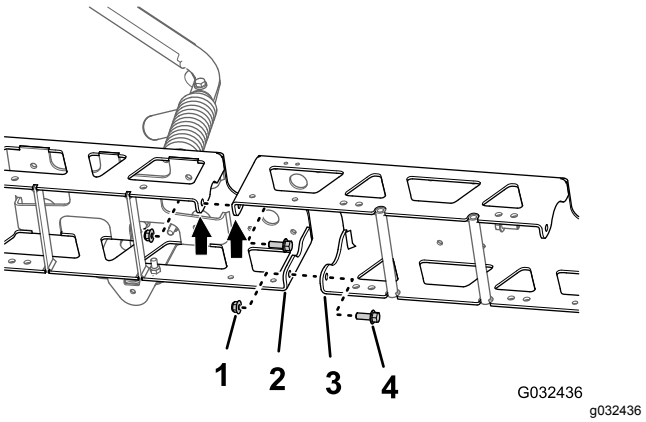

Figuur 76
1. Lijn de openingen in de verticale flenzen van het verlengstuk van de middelste spuitboom uit met de openingen in het frame (Figuur 76).
2. Monteer het verlengstuk van de middelste spuitboom losjes op het frame (Figuur 76); gebruik hierbij de 2 flenskopbouten (3/8 x 1 inch) en 2 flensborgmoeren (3/8 inch) die u verwijderd hebt in stap 1 van De frames van de middelste spuitboom losmaken (bladz. 35).
3. Lijn de openingen in de verticale flenzen van het verlengstuk van de middelste spuitboom uit met de openingen in het andere frame (Figuur 76).
4. Monteer het verlengstuk van de middelste spuitboom losjes op het andere frame (Figuur 76); gebruik hierbij de 2 flenskopbouten (3/8 x 1 inch) en 2 flensborgmoeren (3/8 inch) uit de completeringsset van het GeoLink spuitsysteem (Figuur 76).